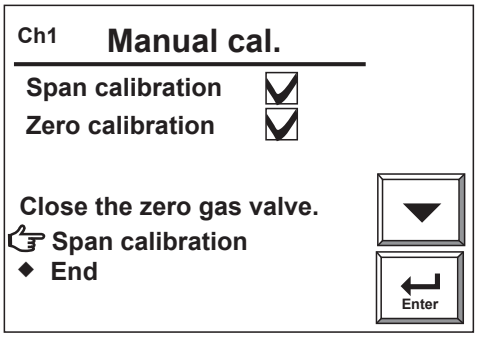

Figure 7.16 Calibration complete
15) When the graph trace stabilizes, touch the Enter key. The display changes to like Figure 7.16. The measured value is adjusted to read the same as the zero gas concentration set value, and a check mark appears in the check box beside Zero calibration.